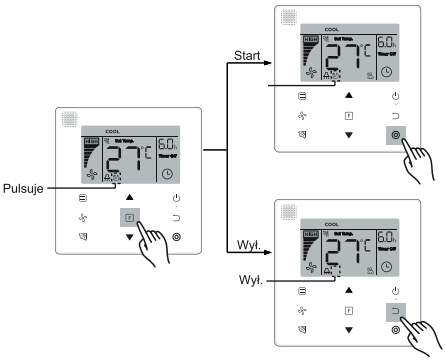

Rysunek 6.13
- Wł./wył. funkcji cichej pracy: naciśnij przycisk [F] (funkcja) aby przejść do ustawień trybu cichej pracy (ikona “ “ pulsuje) oraz naciśnij przycisk ◎ (potwierdź) aby załączyć funkcję lub ⮌ (anuluj) aby wyłączyć funkcję (patrz Rysunek 6.13).